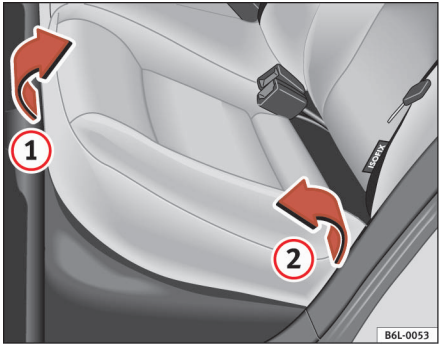
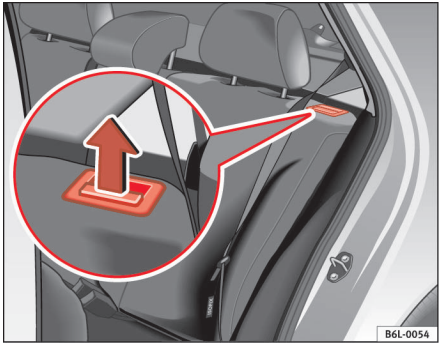

Fig. 69 Sådan løftes bagsædets sædehynde.
Fig. 70 Udløserknap på bagsæderyglænet
– Tag fat i sædepolstringens forside ⇒ fig. 69 (1), og træk den opad i pilens retning.
– Løft sædepolstringen (2) fremad i pilens retning.
– Træk udløserknappen ⇒ fig. 70 i pilens retning, og klap ryglænet frem.